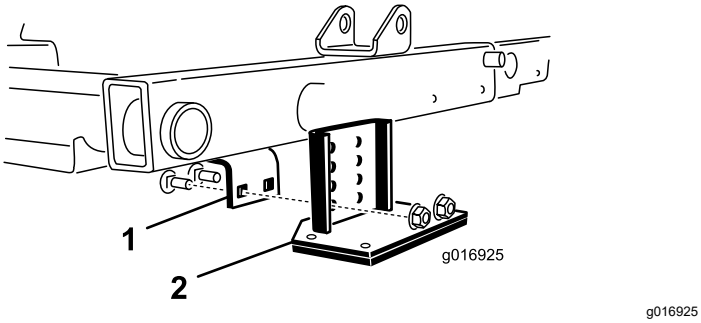

Figuur 30
2. Er bevindt zich een framebeugel boven het middelste maaidek (Figuur 30).
3. Duw de voorste rol van het middelste maaidek omlaag en kijk welke openingen op de tipperbeugel zijn uitgelijnd met de openingen op de framebeugel om hetzelfde contact van de rol te behouden nadat de tipperbeugel is gemonteerd (Figuur 30).
4. Breng de maaidekken omlaag en monteer de tipperbeugel aan het frame met de 2 slotbouten en 2 moeren die met de set zijn meegeleverd (Figuur 30).